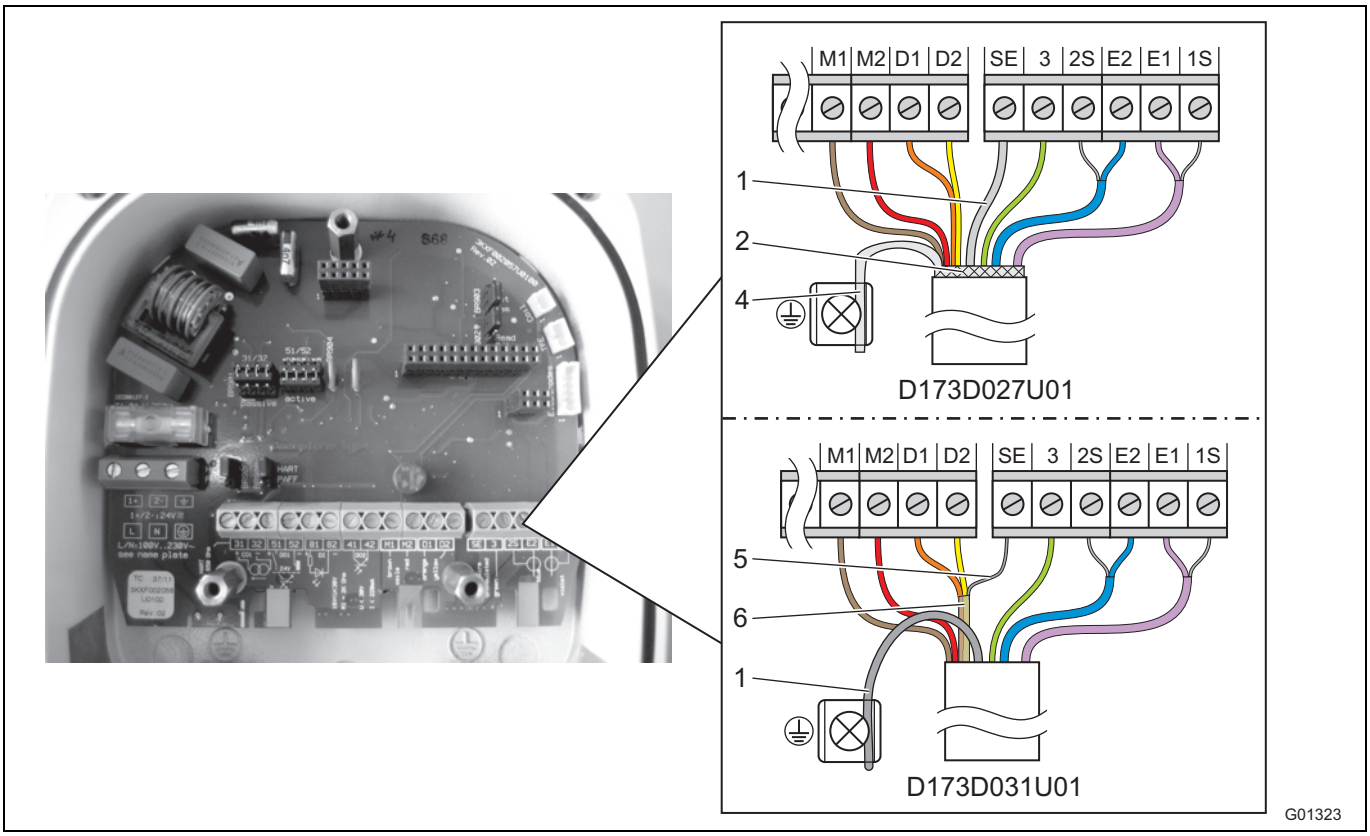

Abb. 29: Messumformerseite, Abmessungen in mm (inch)
Das messumformerseitige Kabelende wie in Abb. 29 dargestellt konfektionieren.
- Alle anderen Adern wie in Abb. 29 dargestellt anschließen.